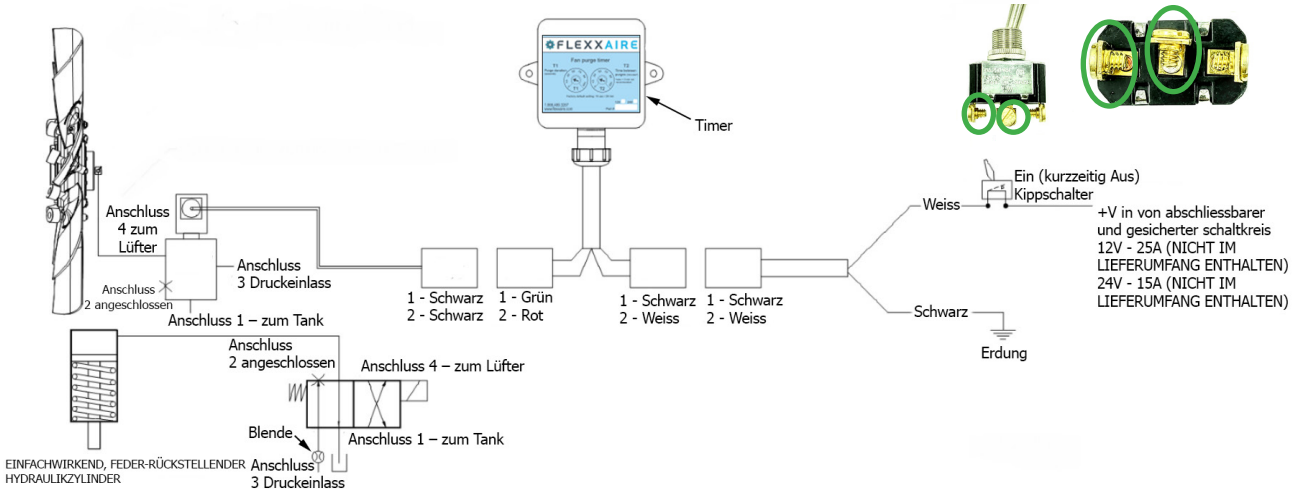

Abbildung 1
Vergleichen Sie Abbildung 1 unten.
1. Montieren Sie das Magnetventil an einer geeigneten Stelle an der Anwendung. Wenn dem Steuer-Kit eine Abstandsplatte beiliegt, montieren Sie die Platte nach Bedarf zwischen dem Ventil und der Montagefläche. Stellen Sie sicher, dass sich die Blende über Anschluss 3 befindet. Vgl. Abbildung 1.
Steuerventilgehäuse von Flexxaire, die bei 2-Positionen-Systemen (außer FlexxControl) verwendet werden, enthalten eine Öffnung zur Steuerung der Geschwindigkeit, mit der die Lüfterblätter den Stellwinkel ändern. Siehe Abbildung 1 auf Seite 6-2 zu Informationen über die spezifische Position der Öffnung.